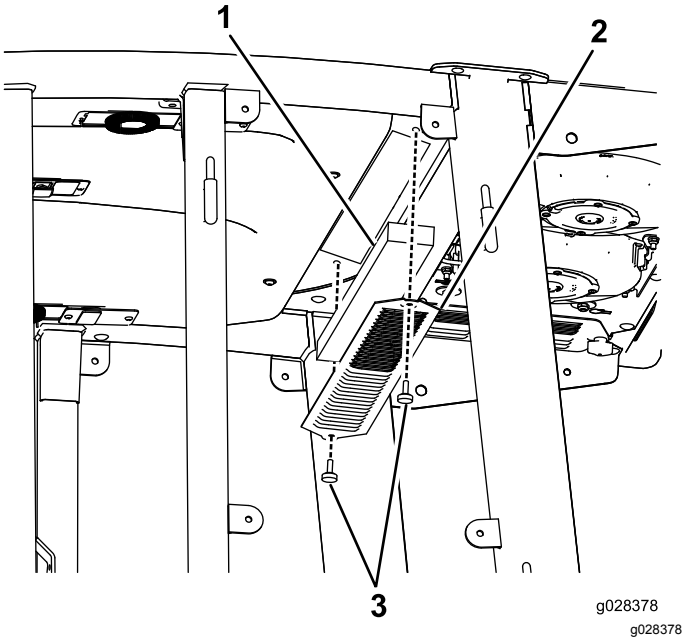
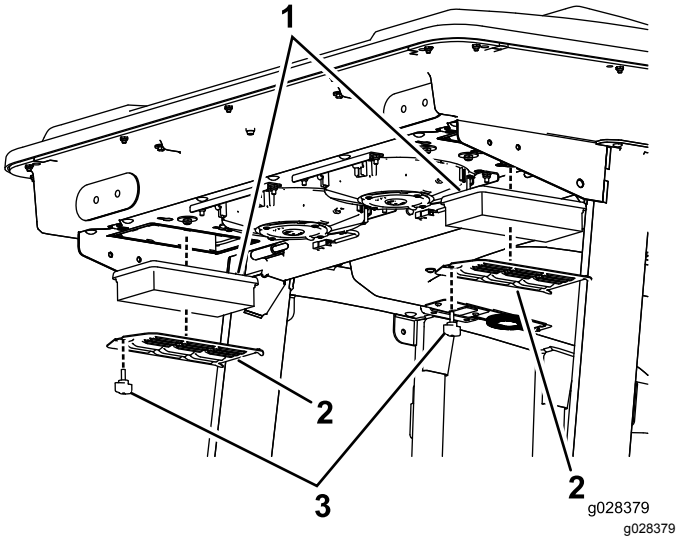
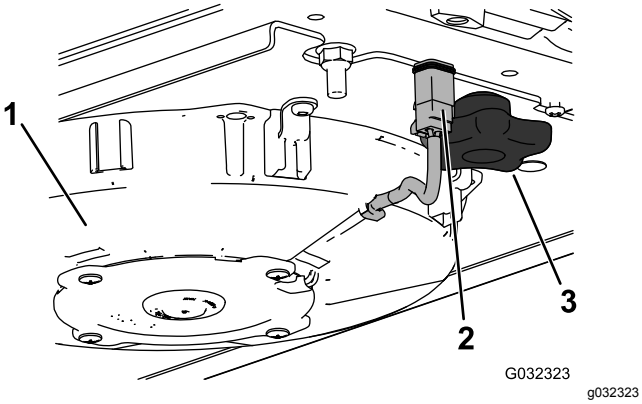
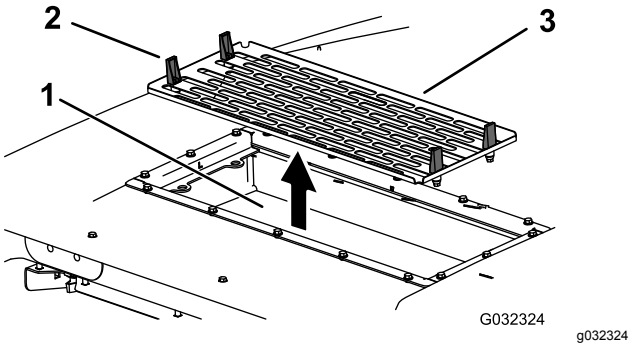

Figur 93
Figur 94
Figur 96
Figur 97
1. Afmonter skruerne og ristene fra luftfiltrene inde i førerhuset og bag førerhuset (Figur 93 og Figur 94).
5. Afmonter luftfiltrene (se Figur 94).
7. Monter luftfiltrene, filteret og ventilatorenheden (Figur 94, Figur 96 og Figur 97).
8. Tilslut ledningen for de enkelte ventilatorer (Figur 96).